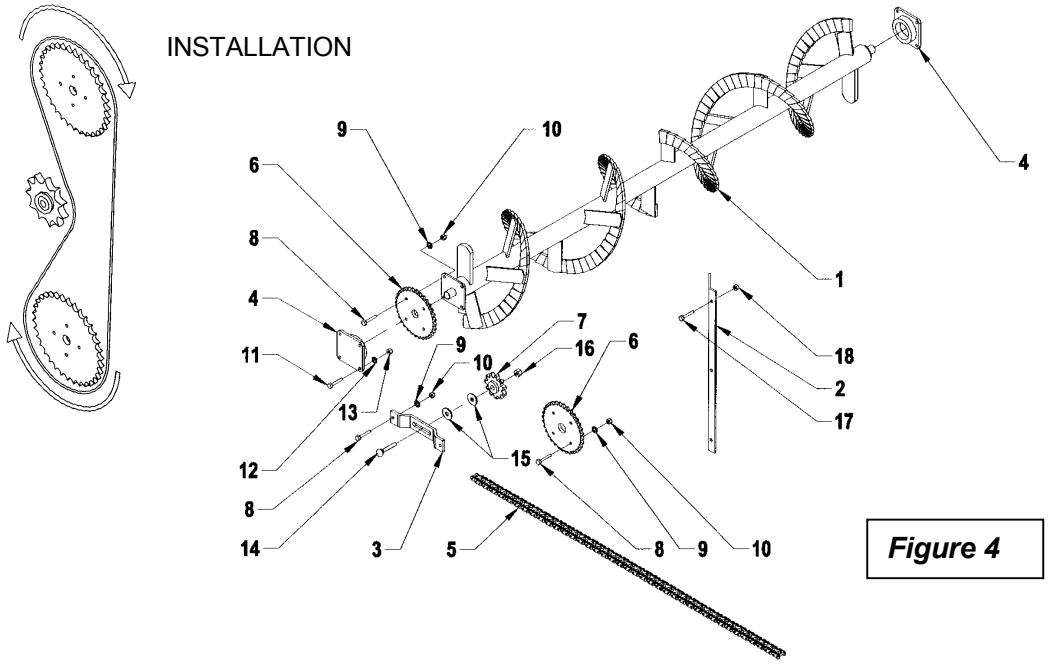

Figure 4
Installation Deuxième Vis (Option) *(Figure 4)*
4. Installer le pignon tendeur (item 7) sur le support (item 3) tel qu'illustré. Assembler le support à l'intérieur de la souffleuse dans les trous pré-percés.
5. Installer la chaîne (item 5)tel qu'illustrée à la figure 4. Aligner les pignons des vis avec le pignon tendeur et resserrer les vis des roulements pour stabiliser les vis en place.
6. Installer le nouveau garde-chaîne (item 2) fourni avec la vis du haut optionnelle. Réinstaller la chaîne de la vis du bas ainsi que le garde-chaîne avant.